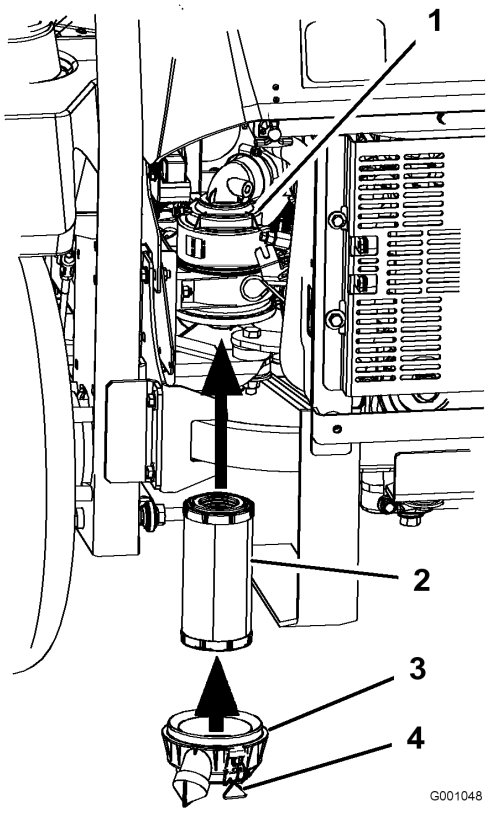

Figure 32
2. Insérez le filtre dans le corps avec précaution (Figure 32). Assurez-vous qu'il est bien engagé en appuyant sur le rebord extérieur.
3. Remettez en place et verrouillez le couvercle du filtre à air (Figure 32).